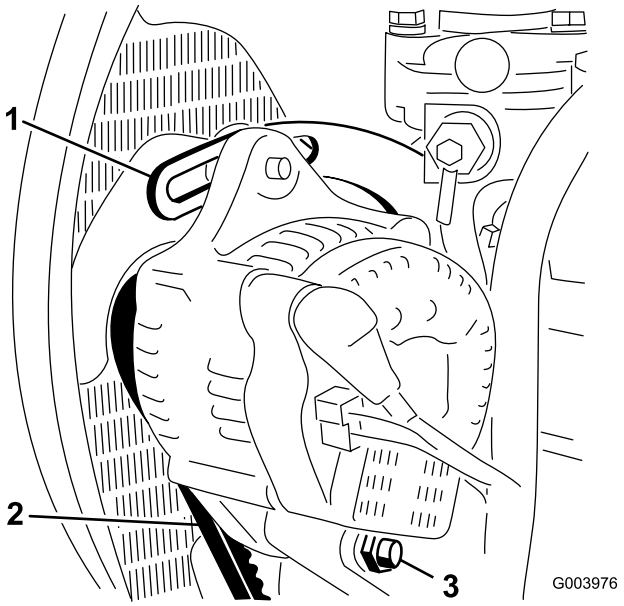

Figuur 70
2. Controleer de spanning van de riem door deze (Figuur 70) midden tussen poelies van de wisselstroomdynamo en de krukas in te drukken met een kracht van 10 kg.
3. Draai de bout los waarmee de beugel is bevestigd aan de motor (Figuur 70), alsmede de bout waarmee de wisselstroomdynamo is bevestigd aan de beugel en de ankerbout.